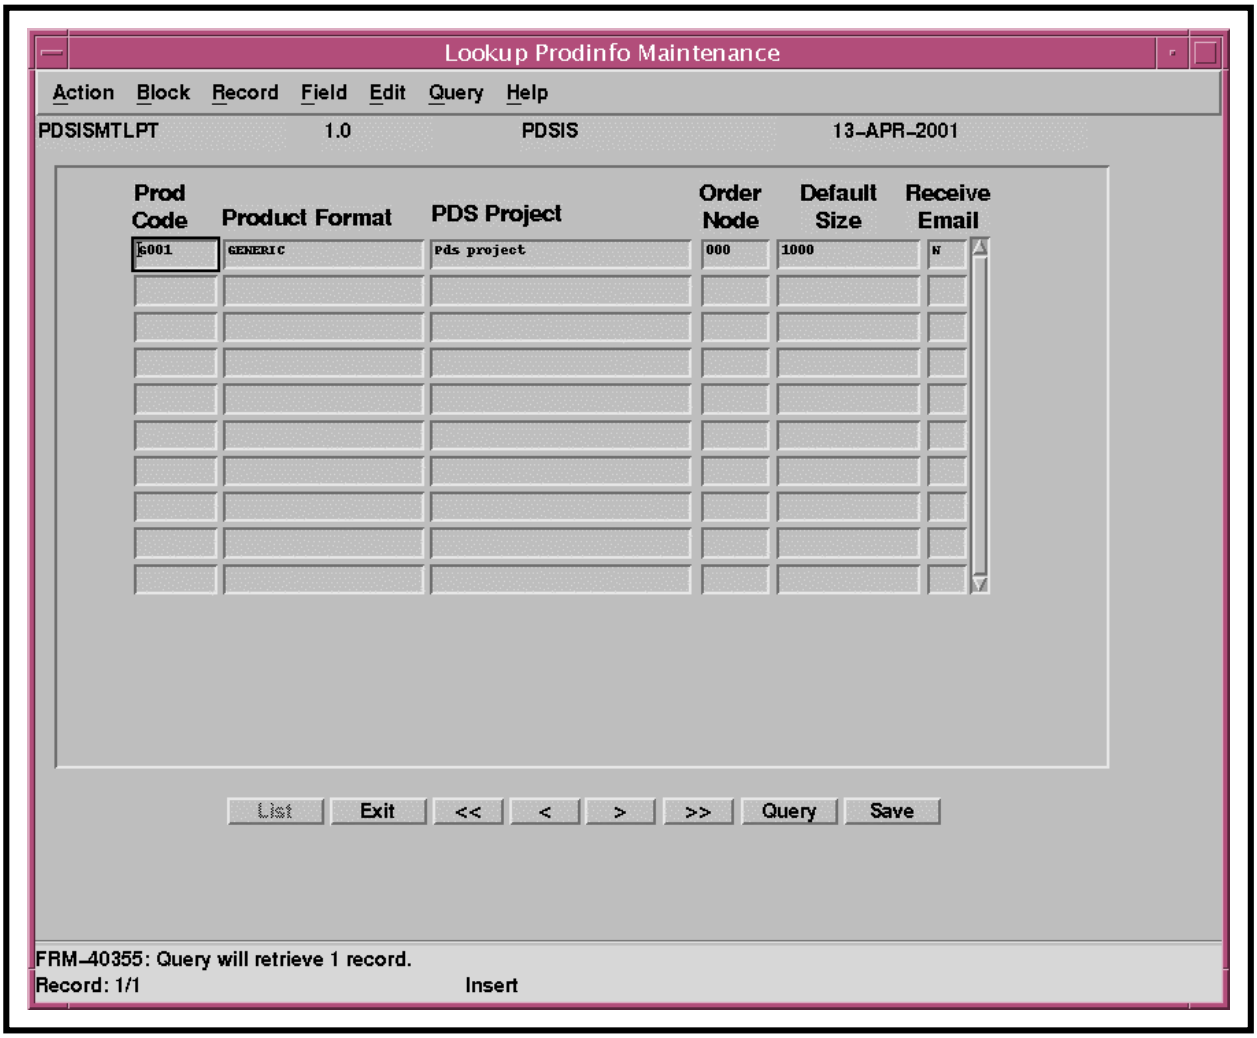

Figure 123. PDSIS Product Code Info Window Displaying Product Code
- Product codes are displayed on the **PDSIS Product Code Info Window** (Figure 123).
- The following types of data are displayed on the **PDSIS Product Code Info Window** (Figure 123):
4 Observe the data displayed on the **PDSIS Product Code Info Window** (Figure 123) to determine the relevant product code.